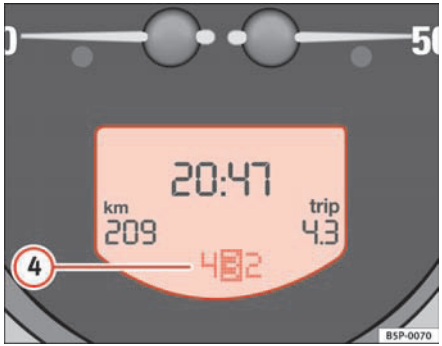

Fig. 36 Detail of instrument panel: Display with Tiptronic gear selection
4. Display for the gears in Tiptronic mode (automatic gearbox)*. The selected gear appears in the display field with a light background ⇒ fig. 36 5 ■